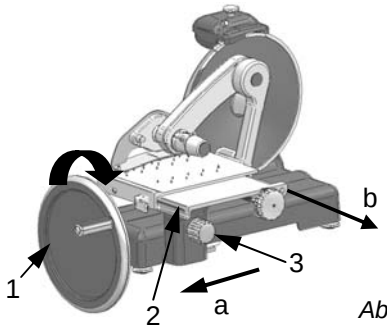

Abb.40
- Handkurbel (*Abb. 40 Detail 1*) im Uhrzeigersinn drehen und den Schlitten (Abb.40 Detail 2 ganz ausfahren (*Abb. 40 Detail a*), bedienerseits;
- den Festklemmdrehgriff (*Abb.40 Detail 3*) loslösen und alles zu sich hin verschieben (*Abb.40 Detail b*);